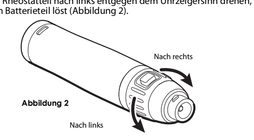

Abbildung 2
2. Das Rheostatteil nach links entgegen dem Uhrzeigersinn drehen, bis er sich vom Batterieteil löst (Abbildung 2).
2. Das Rheostatteil nach rechts im Uhrzeigersinn festdrehen, um die beiden Teile miteinander zu verbinden (Abbildung 2).